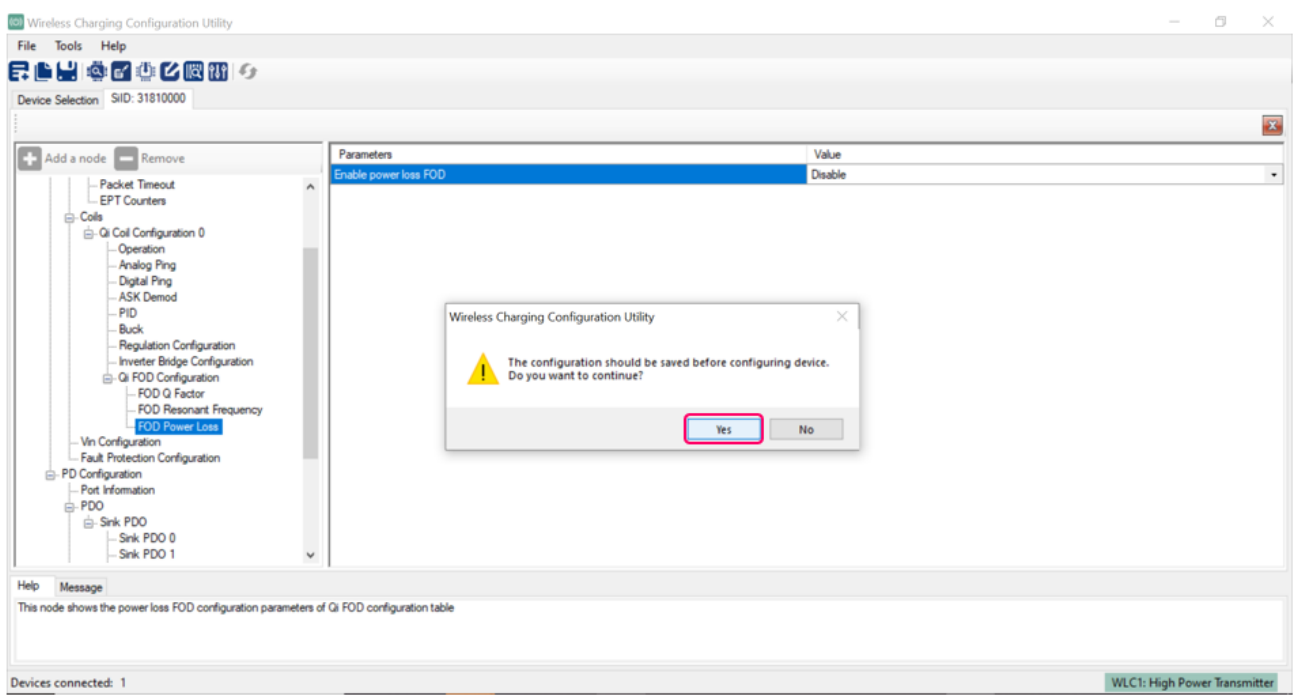

Figure 27 Disabling the FOD
6. A pop-up window will appear prompting you to save the configuration. Select “Yes” and save the file with an appropriate name, such as “FOD Disable” (refer to **Figure 27**).